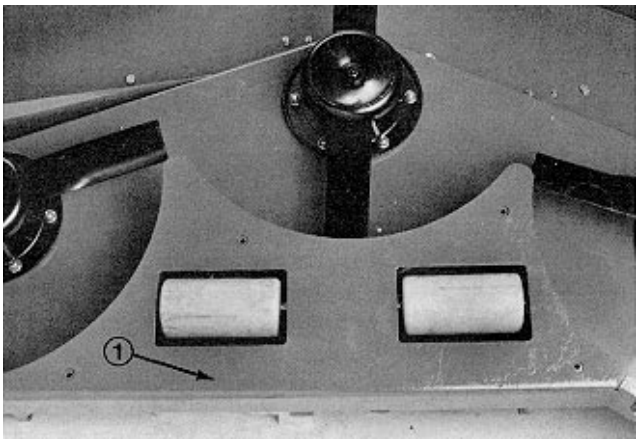

Figure 14
5. Using deflector as a template, mark and drill (3) 11/32" dia. holes thru deck.
6. Secure deflector to deck with (3) 5/16−18 x 5/8" lg. capscrews and 5/16−18 locknuts.
8. Using existing holes, mount rear shelf to deck with (4) 3/8−16 x 1" lg. capscrews and 3/8 lockwashers (Fig. 14).